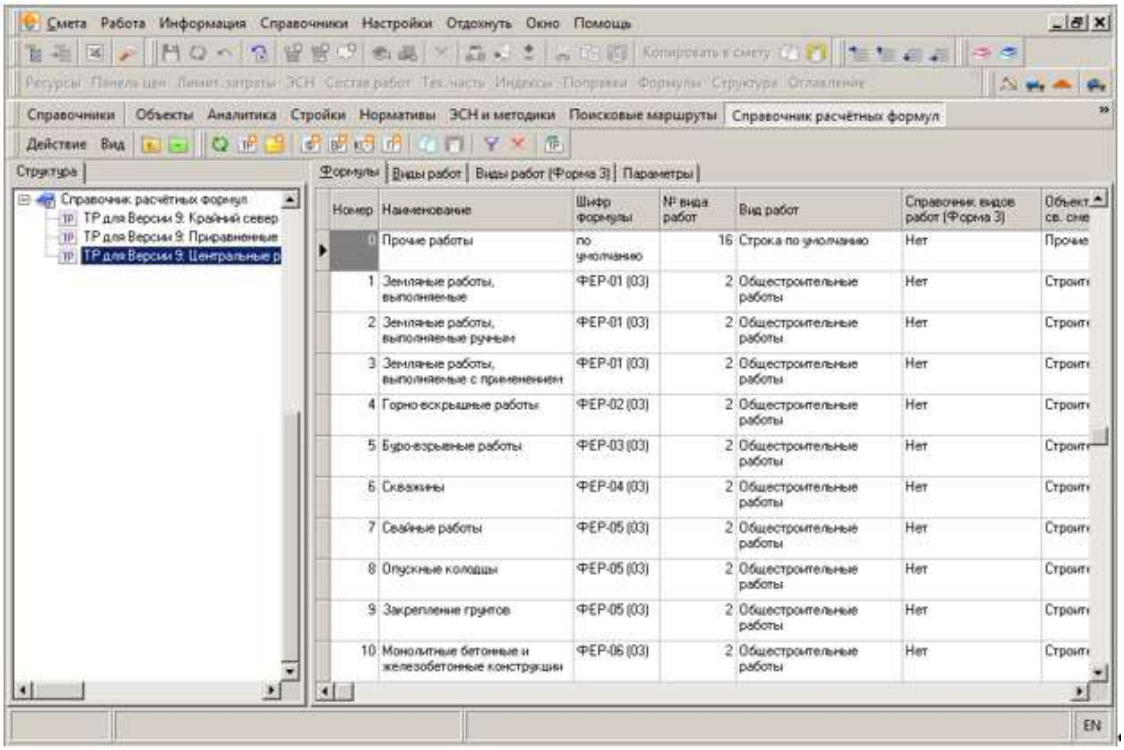

Рис. 1. Справочник расчетных формул. Формулы.
- **Формулы** – это основная вкладка, она содержит все параметры расчета смет в виде таблицы. В ней строки – это виды работ, столбцы – их параметры и формулы для расчета (см. рис. 1);